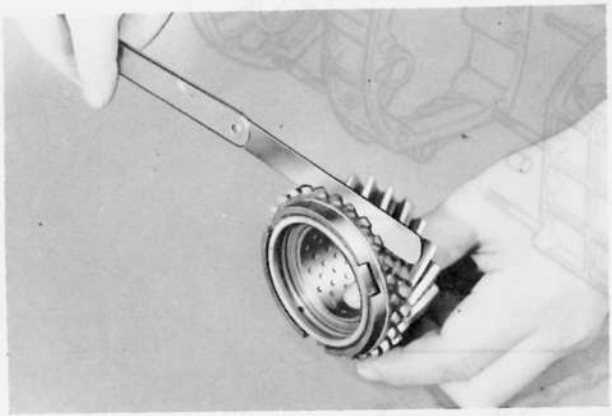

Fig. 7A–39 Checking synchronizer ring
2. Inspect the synchronizer ring for wear. To check the wear of the synchronizer ring, fit the synchronizer ring evenly to the gear cone and measure the clearance between the side faces of the synchronizer ring and the gear with a feeler gauge, as shown in Fig. 7A–39. If it is **less than 0.8 mm (0.031 in),** replace the synchronizer ring or gear. The standard clearance is 1.5 mm (0.059 in).